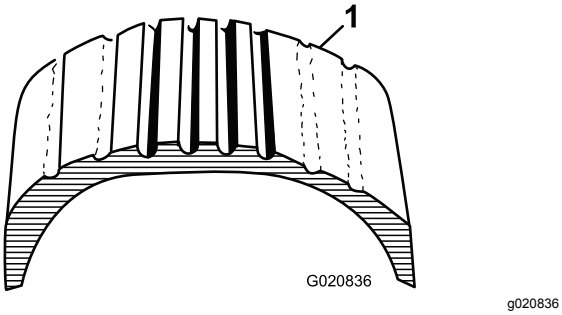
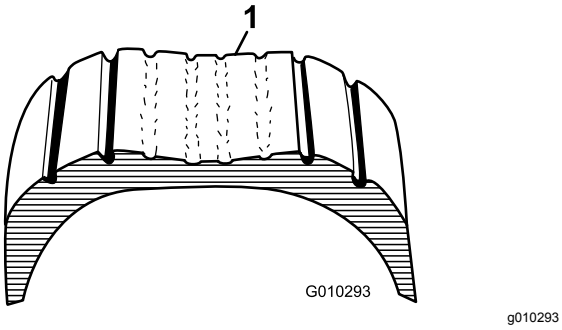

Figure 59
Figure 60
1. Visually inspect the tires for damage and wear (Figure 59 and Figure 60).